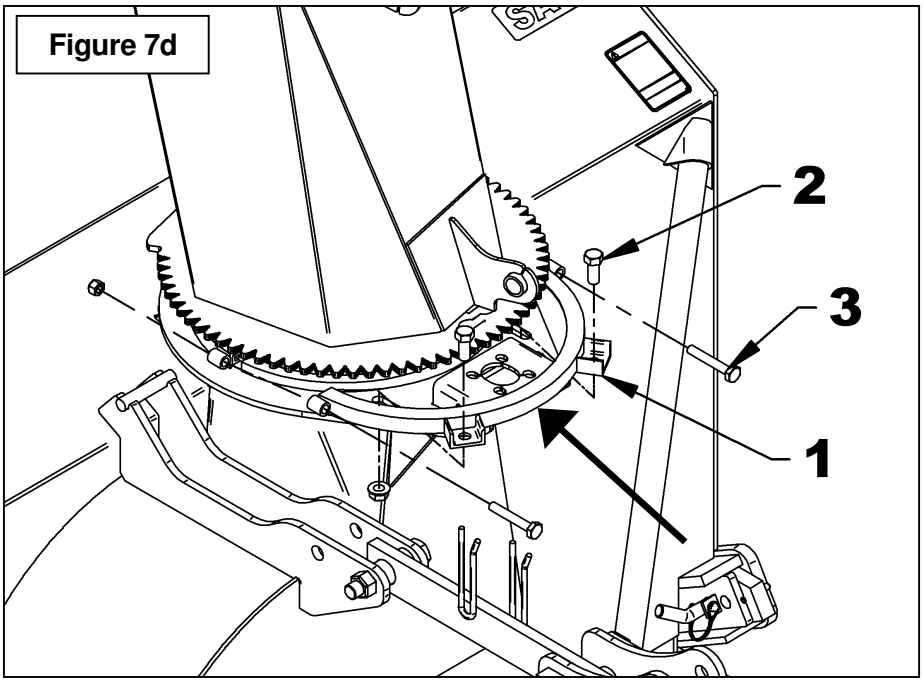

Figure 7d
6. **Figure 7d:** Install the retaining plate (item 1) on the snowblower by bending each bushing end inside the retaining plate. Align the vertical holes of the retaining plate with the oblong holes (fig.7a) and fix with the two 5/8" x 1 1/2" bolts (item 2) and 5/8" serrated flange nuts. Do not tighten.
7. **Figure 7d:** Insert two 1/2" x 3 1/4" bolts (item 3) to join together the two retaining plates. Hit slightly the two bolt heads with a hammer in alternation to bring the two retaining plates closer together. If the retaining plate moves back after hitting it, screw in the 5/8" x 1 1/2" bolts (item 2) slightly. When the bolt ends (item 3) exceed the holes enough, secure with two 1/2" nylon insert lock nut until the two retaining plates are approximately 1/4" apart.
8. **Figure 7d:** Tighten the 1/2" x 3 1/4" bolts (item 3) to reduce the gap between the retaining plates until chute turns with a slight resistance.
9. **Figure 7d:** Tighten the two 5/8" x 1 1/2" nuts (item 2) securely according to the ***Torque Specification Table*** at the end of the manual.